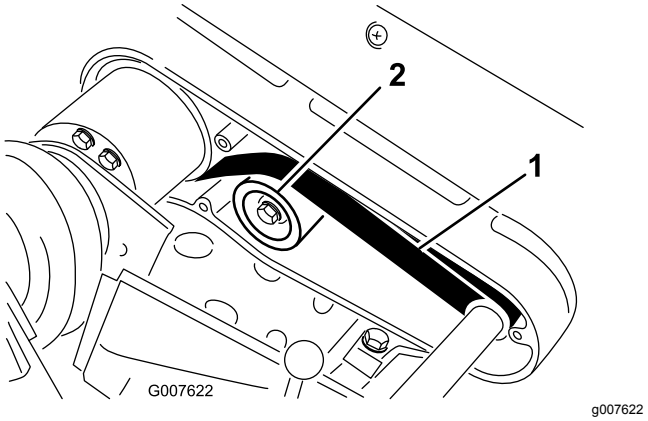

Figur 45
2. Kontroller spændingen ved at trykke remmen ned midtvejs mellem remskiverne (Figur 45) med en kraft på 22 til 26 N.
A. Løsn styreremskivens monteringsmøtrik, og drej styreremskiven med uret mod bagsiden af remmen, indtil den ønskede remspænding opnås (Figur 45).